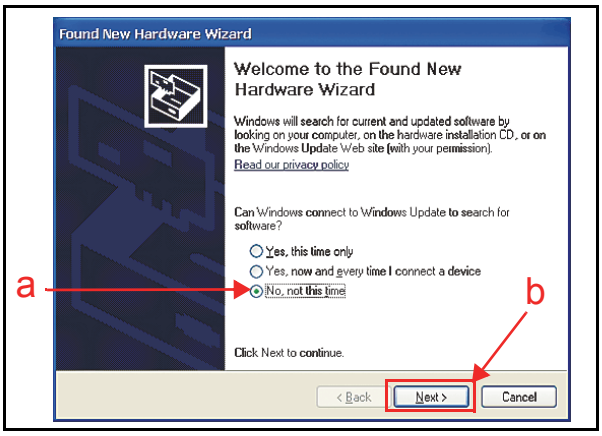
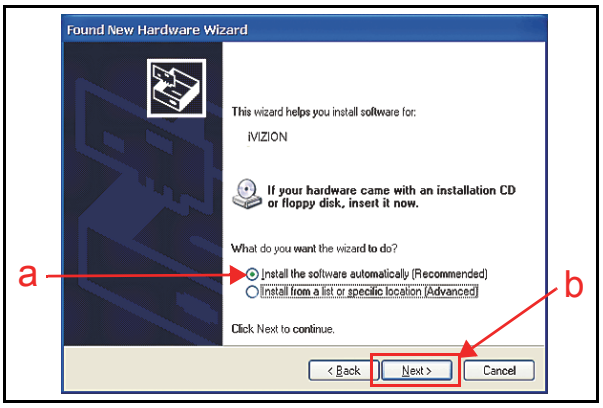

Figure 6-9 Hardware Update Wizard Screen 1
Figure 6-10 Hardware Update Wizard Screen 2
3. The "Hardware Update Wizard" Screen shown in Figure 6-10 will appear. Mouse-click on the Radio Screen Button located beside "No, not this time" (See Figure 6-9 a) and then Mouse-click on the "Next>" Screen Button (See Figure 6-9 b).
4. When the Screen shown in Figure 6-10 appears, Mouse-click on the Radio Screen Button located beside "Install the software automatically (Recommended)" line (See Figure 6-10 a), and then Mouse-click on the "Next>" Screen Button (See Figure 6-10 b).